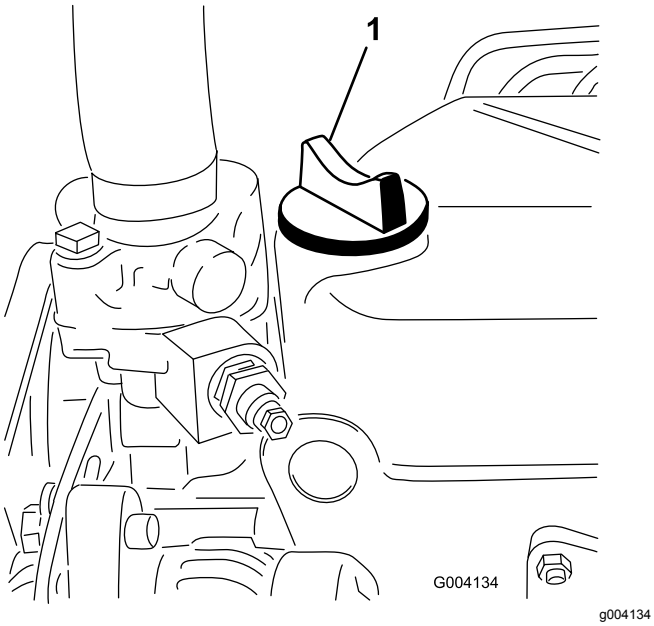

Figur 30
5. Hvis olieniveauet er under Full-mærket, skal du fjerne påfyldningsdækslet (Figur 30) og fylde olie på, indtil niveauet når Full-mærket på målepinden.